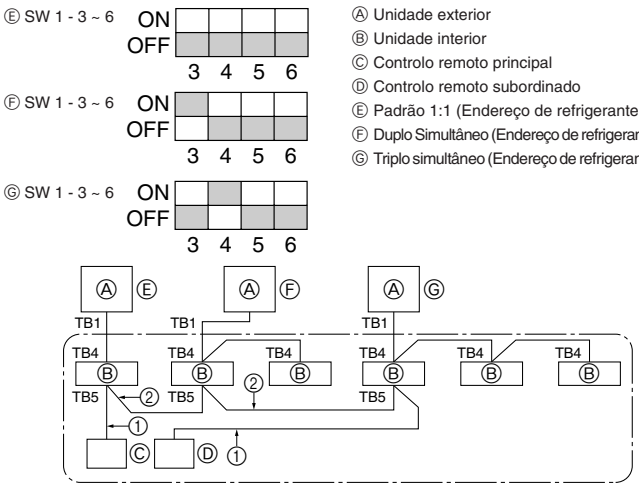

Fig. 9-1
① Ligue a fonte de alimentação (disjuntor).
② Depois de a válvula de retenção de gás ter fechado, ligue (posição ON) o interruptor SWP no painel de controlo da unidade exterior. O compressor (unidade exterior) e os ventiladores (unidades interiores e exteriores) começam a funcionar e a operação de recuperação de refrigerante tem início. O LED1 e o LED2 no painel de controlo da unidade exterior acendem.
③ Uma vez que a unidade pára automaticamente cerca de dois ou três minutos após a operação de recuperação de refrigerante (o LED1 e o LED2 acendem), certifique-se de que fecha imediatamente a válvula de retenção de gás. Se o LED1 e o LED2 estiverem acesos e a unidade exterior estiver parada, abra completamente a válvula de retenção de líquido e, de seguida, repita o passo ② passados três minutos.
④ Interrompa o fornecimento de corrente (disjuntor).
9. Controlo do sistema (Fig. 9-1)
9. Systemkontrol (Fig. 9-1) 73